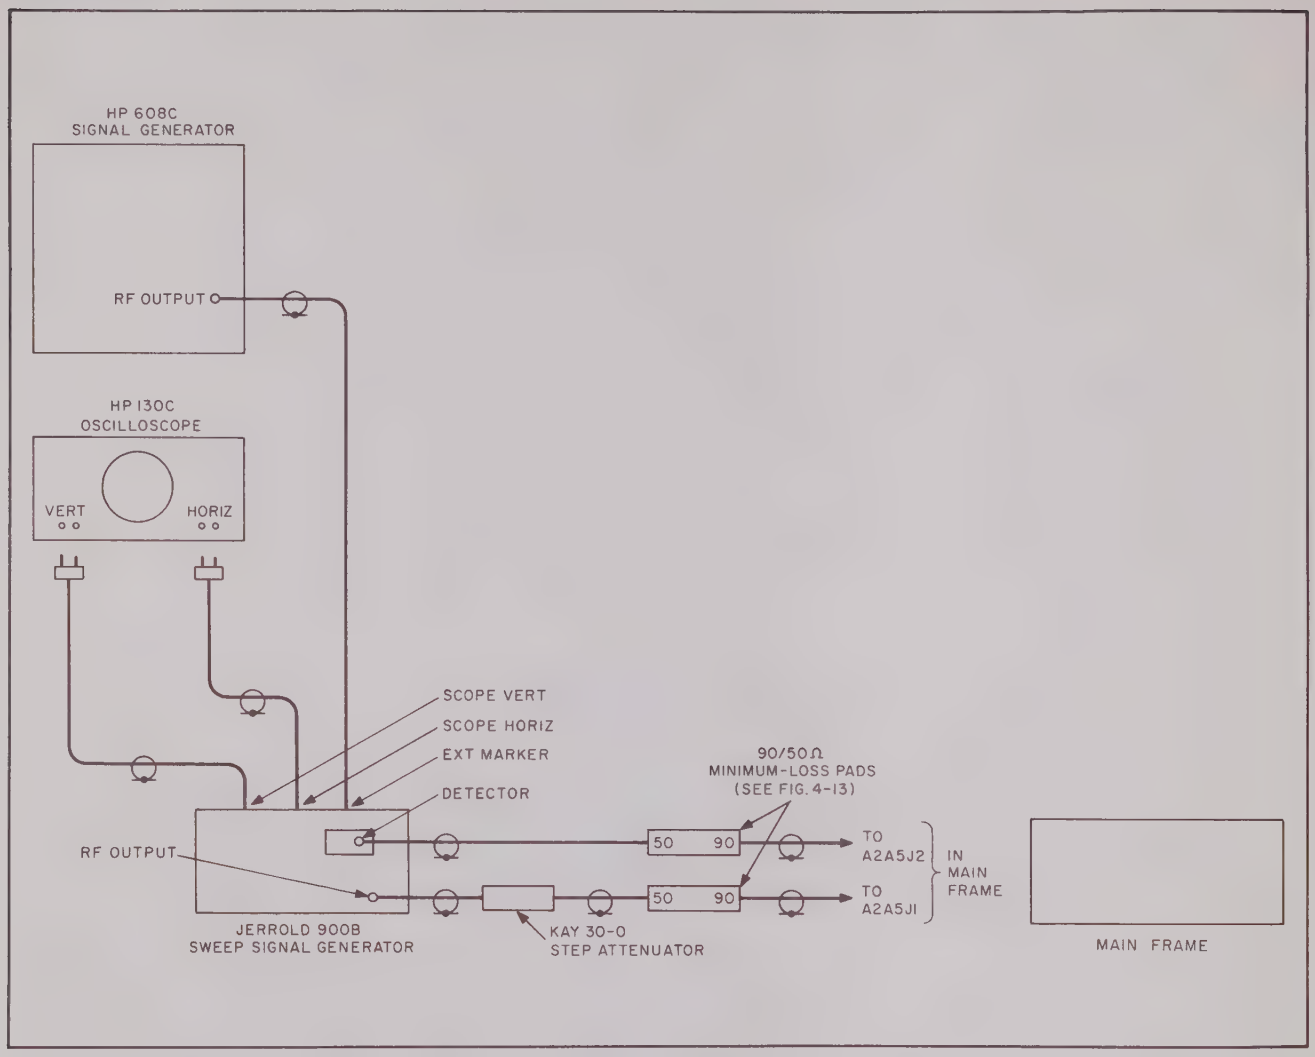

Figure 4-17. Low Pass Filter A2A5 Alignment, Equipment Setup
a. Connect the equipment as illustrated in figure 4-17.